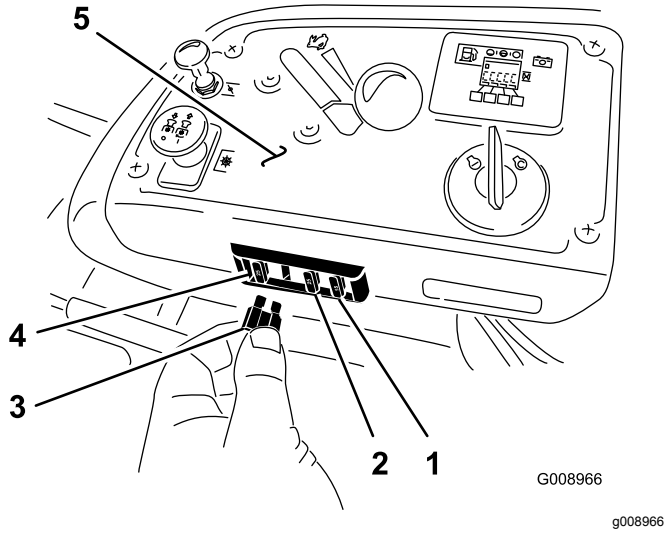

Figur 66
1. Sikringerne er placeret på konsollen til højre for sædet (Figur 66).
3. Isæt en ny sikring (Figur 66).